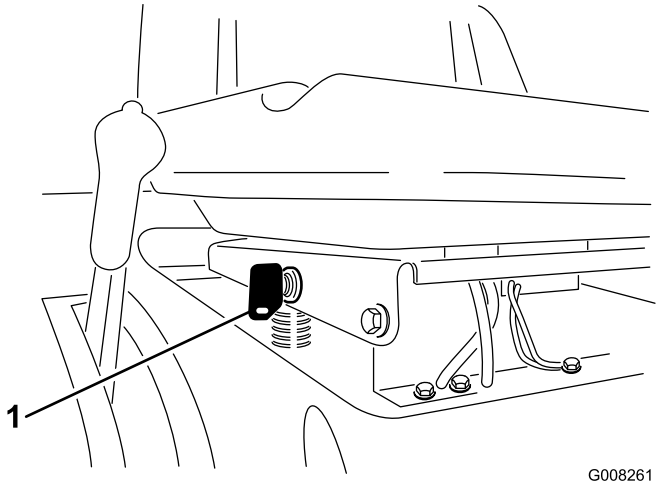

Figur 13
Om du behöver använda knivarna (PTO) medan du backar, får du stänga av spärrfunktionen med hjälp av KeyChoice-brytaren som är placerad nära sätesfästet (Figur 13).
2. Sätt i KeyChoice-nyckeln i brytaren (Figur 13).